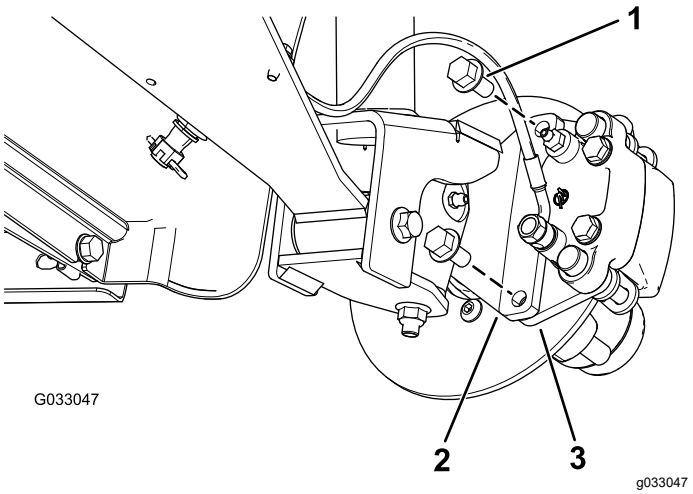
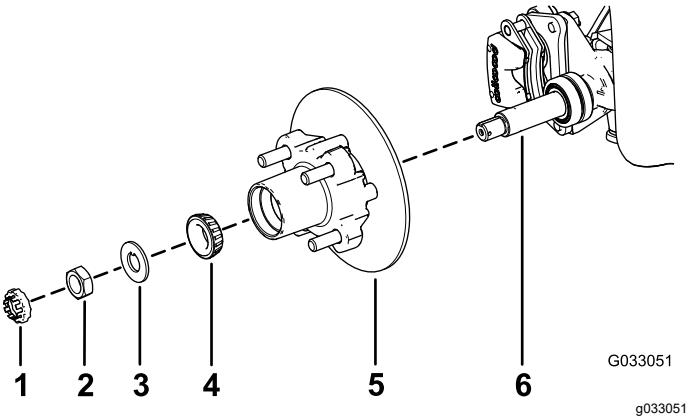

Figuur 30
Figuur 34
3. Verwijder de flenskopbouten (⅜" x ¾") waarmee de beugel voor de rem is bevestigd aan de as en verwijder de rem van de as (Figuur 30).
1. Breng een laagje van het aanbevolen smeermiddel aan op de as (Figuur 34).
2. Monteer de naaf en de rotor op de as met de rotor aan de binnenkant (Figuur 34).
3. Monteer het buitenste lager op de as en plaats het lager in de buitenste loopring (Figuur 34).
4. Monteer het borgplaatje op de as (Figuur 34).
5. Draai de asmoer op de as en zet de moer vast met een torsie van 15 N·m terwijl u de naaf draait om het lager te plaatsen (Figuur 34).
2. Lijn de remblokken aan beide zijden van de rotor (Figuur 30) en de openingen in de beugel van de remklauw uit met de openingen in de rembevestiging van het asframe (Figuur 34).
3. Bevestig de beugel van de remklauw aan het asframe (Figuur 30) met de 2 flenskopbouten (⅜" x ¾").